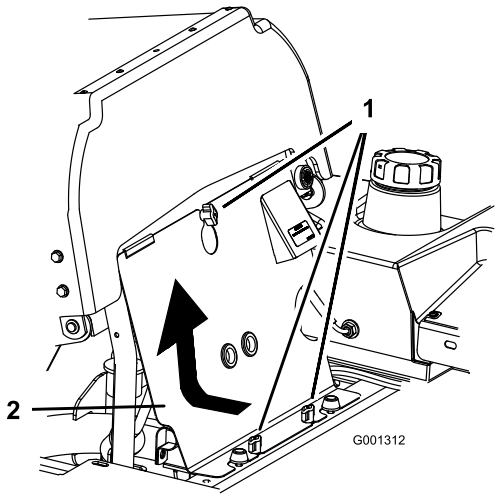

Figuur 60
3. Maak de knoppen van het frontpaneel van de motor los en verwijder het paneel (Figuur 60).